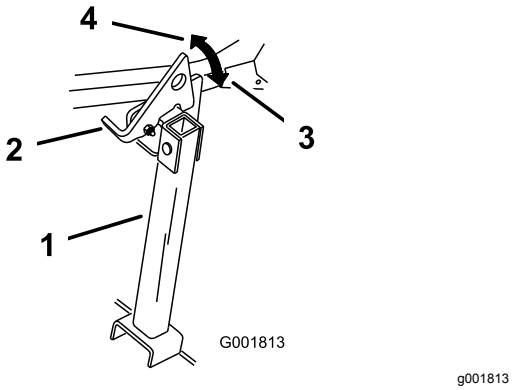

Figur 48
2. Lyft upp spärrhaken i fritt läge (Figur 48).